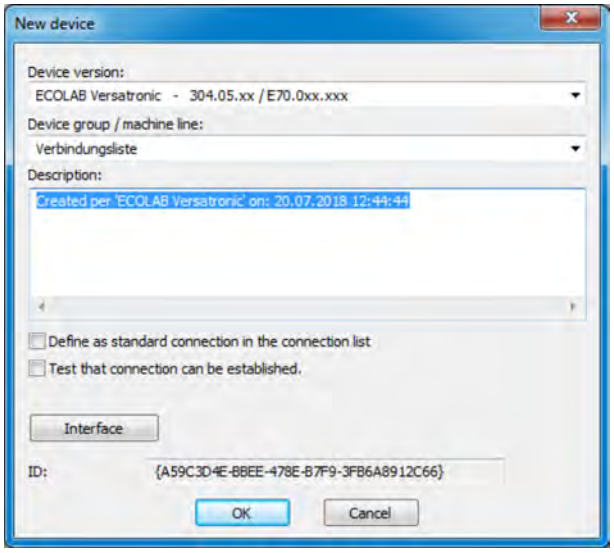

Fig. 113: New device
1. Make settings for the new device and click "interface" (see Fig. 113).